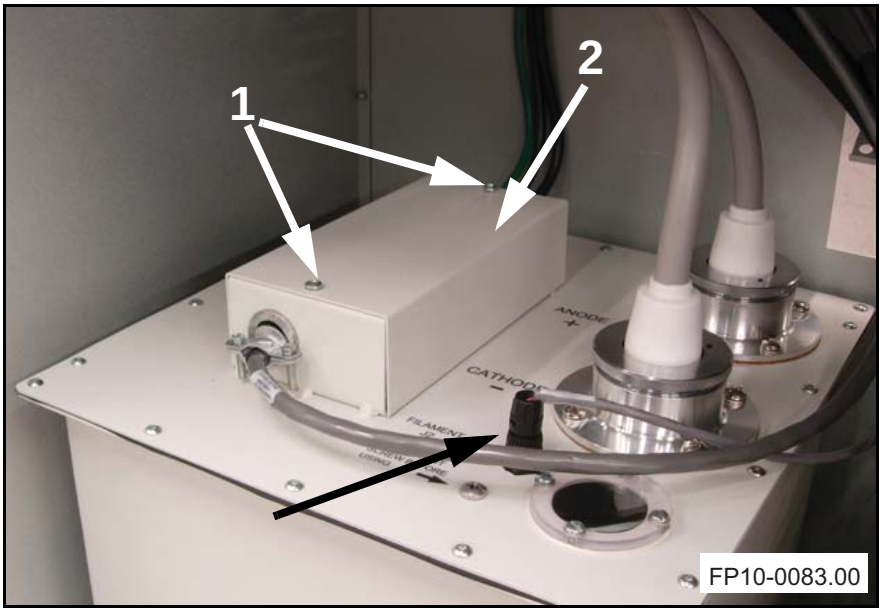

Figure 5-2. Feedback board cover.
b. Unscrew the two screws (1 in Figure 5-2) that holds the feedback board cover (2) in place on top of the H.V. tank. Remove the cover.